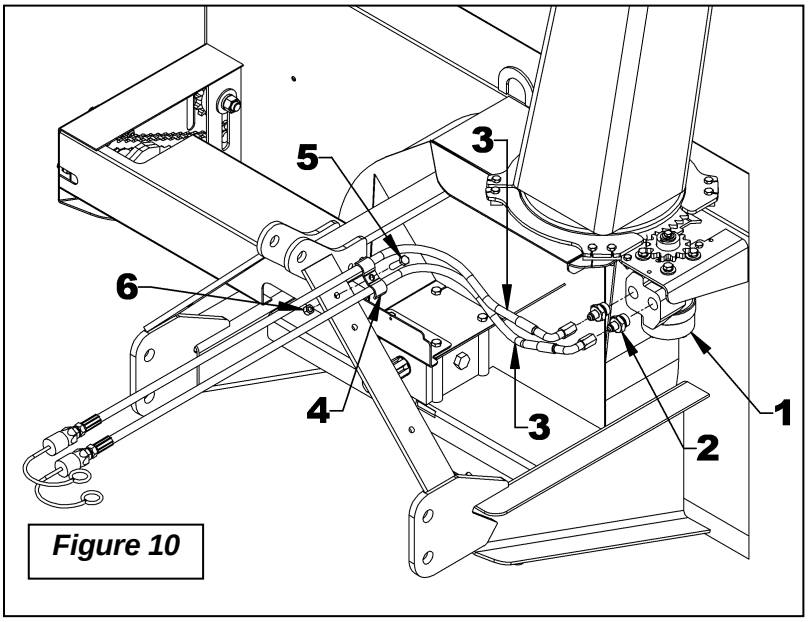

Figure 10
5. **Figure 10:** Installer un limiteur de débit 0.052" (item 2) dans chaque sortie du moteur hydraulique (item 1).
6. **Figure 10:** **NON FOURNI**: Connecter les deux boyaux hydrauliques (item 3) sur les limiteurs de débit du moteur hydraulique (item 2). Diriger les coudes des boyaux vers le bras supérieur de la souffleuse.
7. **Figure 10:** **NON FOURNI**: Faire passer les boyaux sur la souffleuse avec de bon rayon de courbure, sans toutefois interférer avec des arrêtes coupantes, ni nuire à l'entretien de la souffleuse. Maintenir en place sur l'un ou l'autre des bras du trois-points avec une crampe à boyau (item 4), un boulon 3/8"NC x 1 1/2" (item 5) et un écrou à bague de nylon 3/8"NC (item 6).